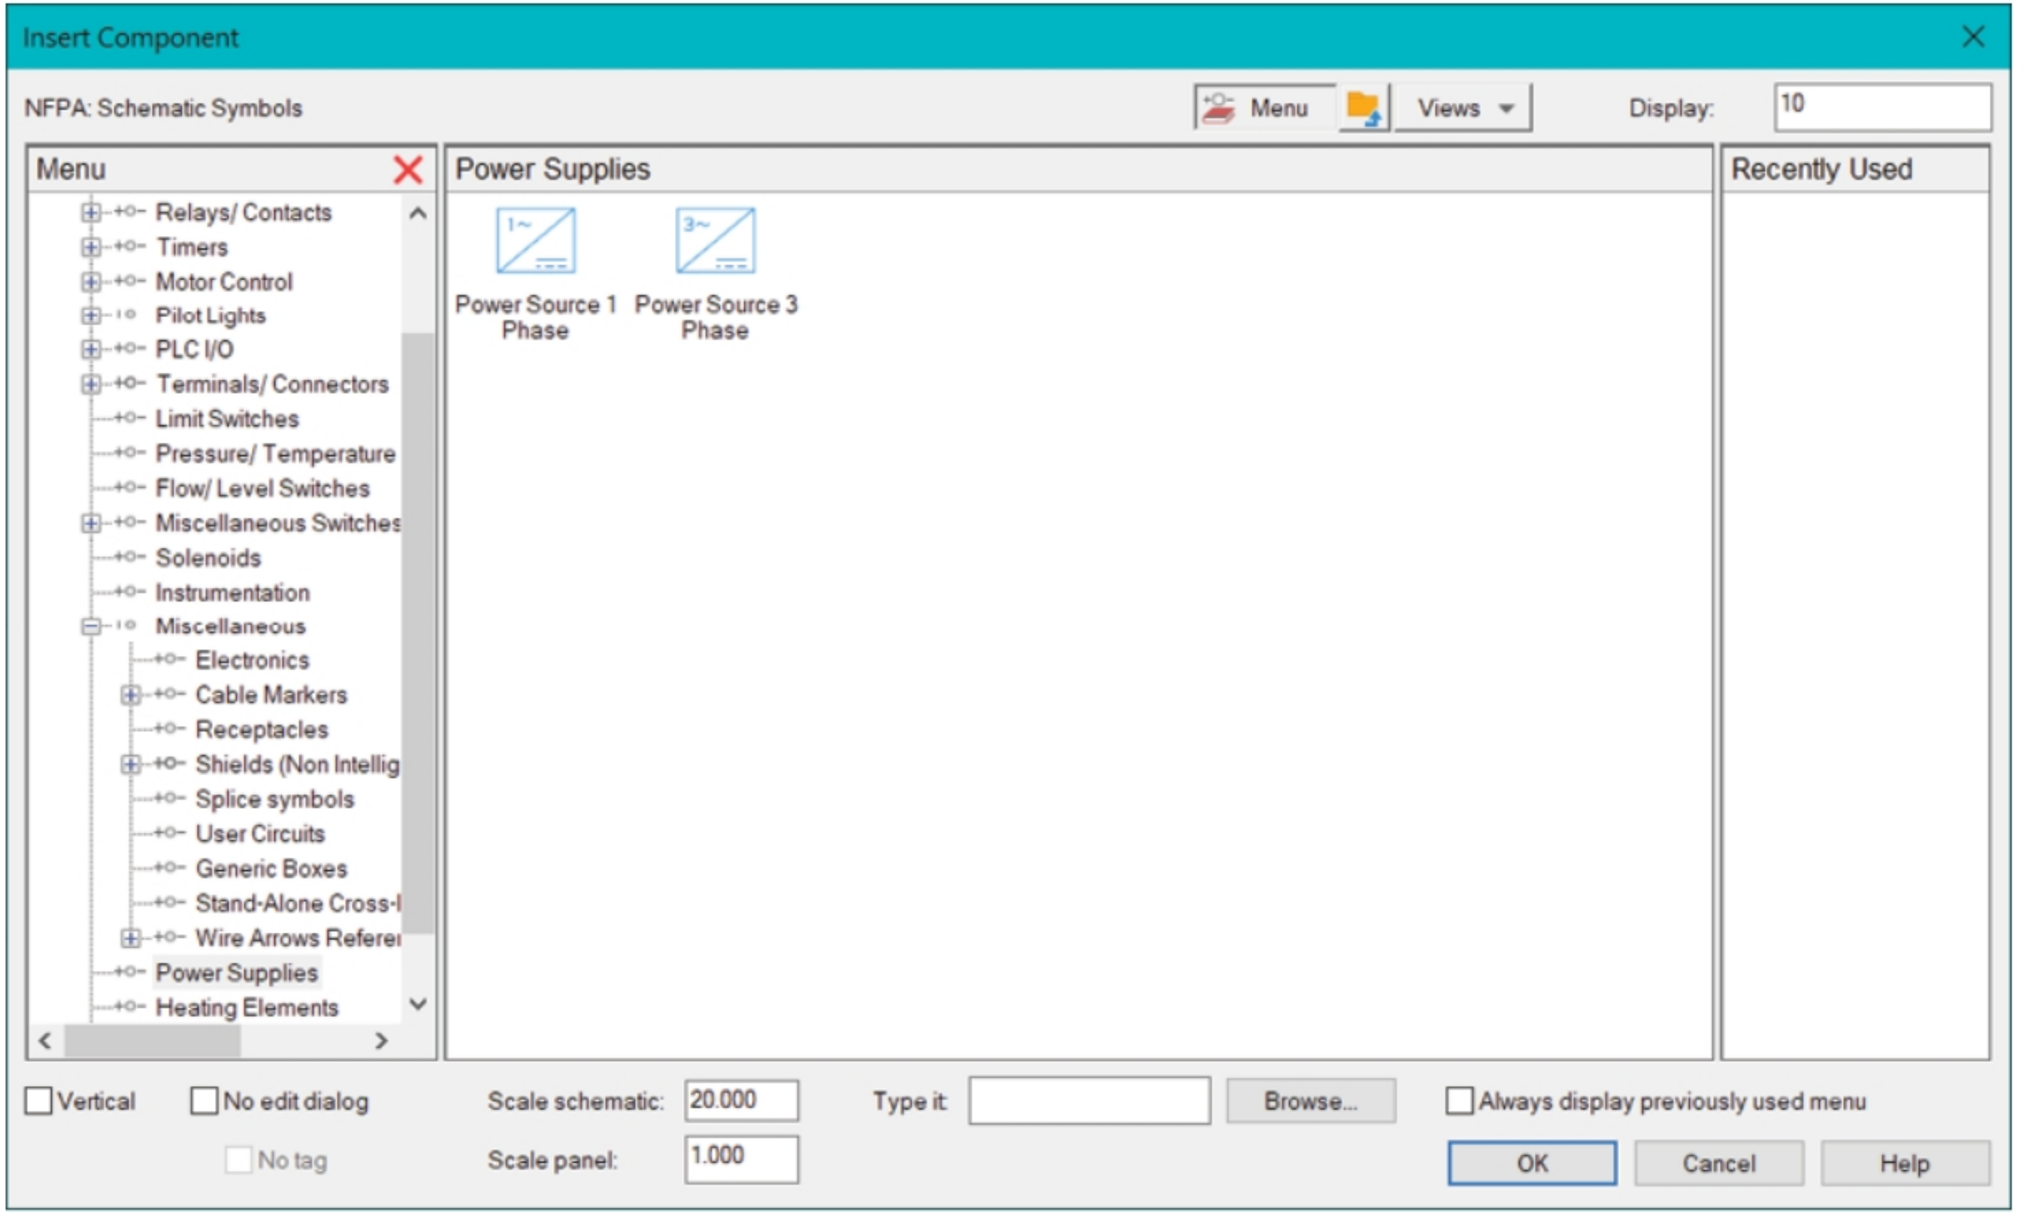

Figure-13. Miscellaneous components
- Click on the **Power Supplies** category from the dialog box. The components will be displayed as shown in Figure-13.